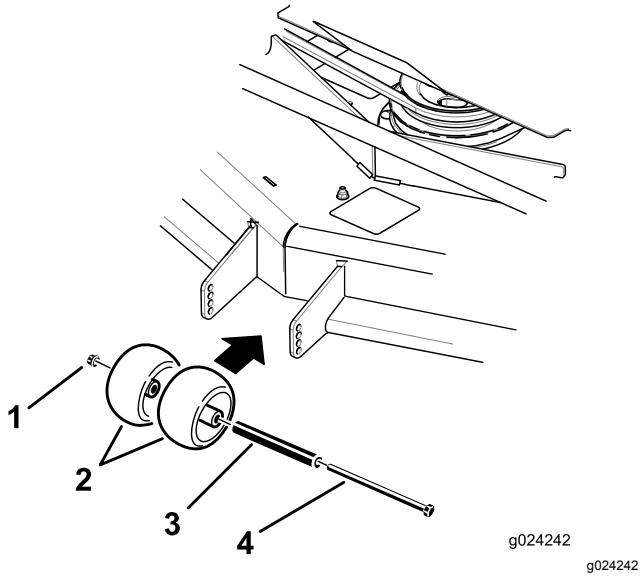
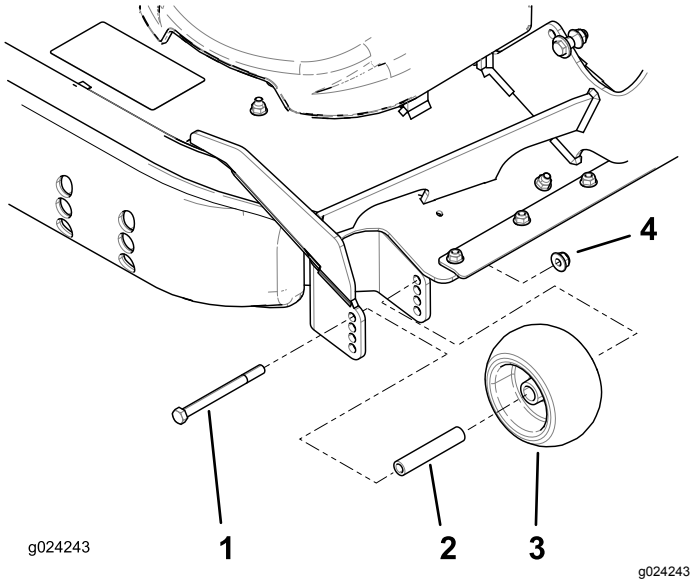

Figuur 33
Figuur 34
3. Stel de antiscalpeerrollen af zoals wordt getoond in Figuur 33 en Figuur 34.